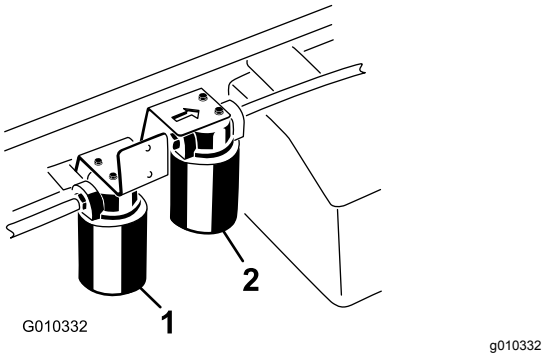

Figur 71
5. Plasser et tappefat under filteret, og ta ut filteret (Figur 71).
4. Rengjør området rundt der filteret for høy strømning skal festes (Figur 71).